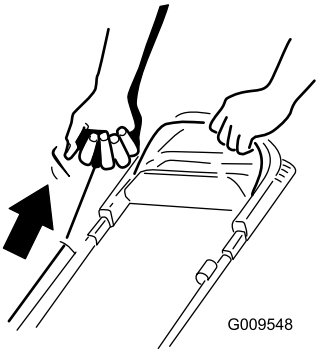

Figura 13
2. Tire de la cuerda de arranque (Figura 13).
Nota: Cuando tire del arrancador de retroceso, tire suavemente hasta que note resistencia; luego tire con fuerza (Figura 13). Deje que la cuerda vuelva lentamente al manillar.